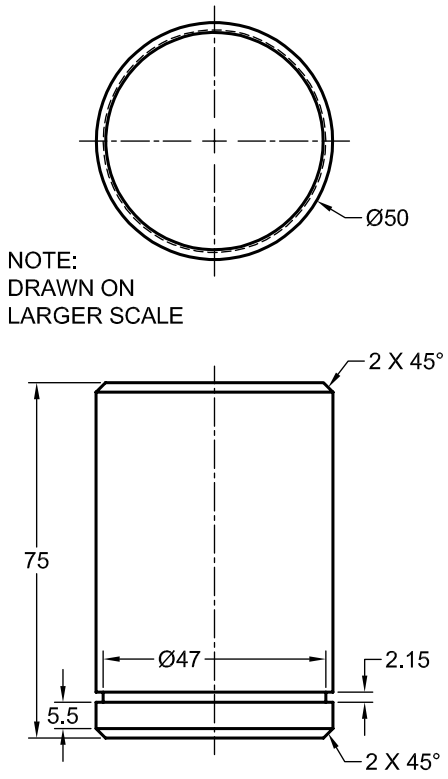

Figure 17-40 *A shaft with a groove*
1. Create the shaft with groove, refer to Figure 17-40 for dimensions.